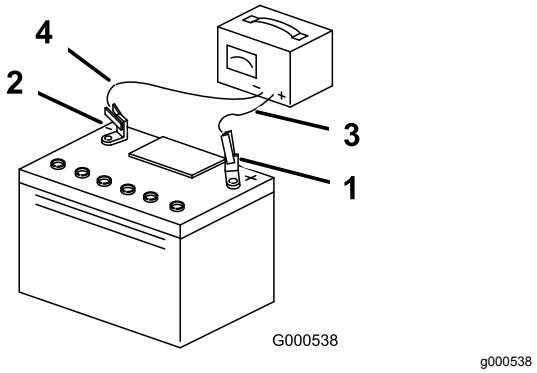

Figur 57
3. När batteriet är fulladdat ska laddaren kopplas bort från eluttaget först, och sedan ska laddningskablarna lossas från batteripolerna (Figur 57).